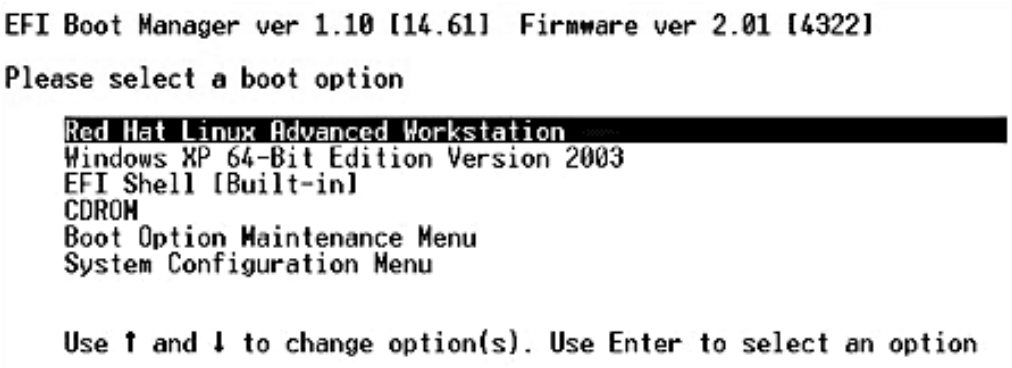

Figure 20: Boot Option menu
1. Start your system. A menu similar to Figure 20 is displayed. The menu items vary depending on the configuration of your system.